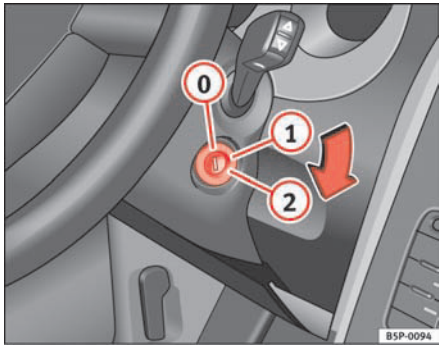

Fig. 114 Ignition key positions
In the position ⇒ fig. 114 the ignition and the engine are OFF and the steering may be locked.
– Turn the ignition key to position ⇒ page 149, fig. 114 (1). The indication lamp ⌀ will light for engine pre-heating.
– When the warning lamp goes out, turn the key to position (2) to start the engine. Do not press the accelerator.
– Turn the ignition key to position ⇒ page 149, fig. 114 (0).